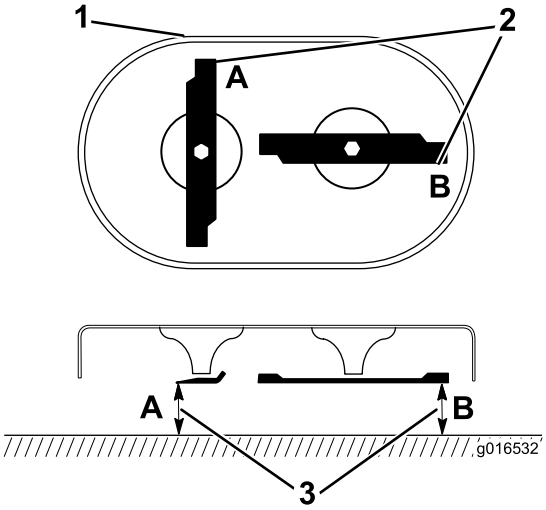

Figura 31
1. Ruotate le lame in modo che siano posizionate come mostrato in Figura 31.
2. Misurate ai punti **A** e **B** da una superficie piana fino ai taglienti (Figura 31) e registrate entrambe le dimensioni.